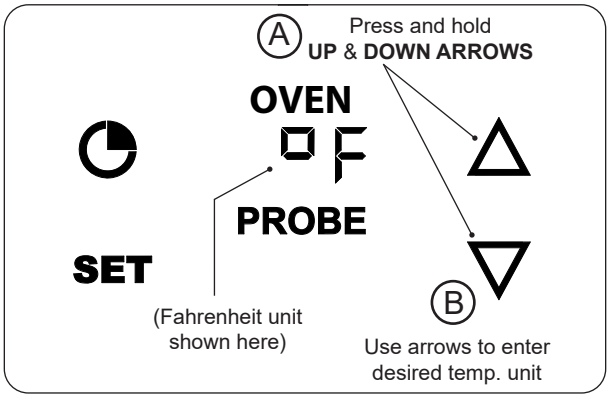

Fig. 41-3 Change temp. unit
1. Press and hold the **UP** and **DOWN** arrows until **°F** or **°C** is displayed (Fig. 41-3, A).
2. Press the **UP** or **DOWN** arrow to select the desired temp unit (Fig. 41-3, B).